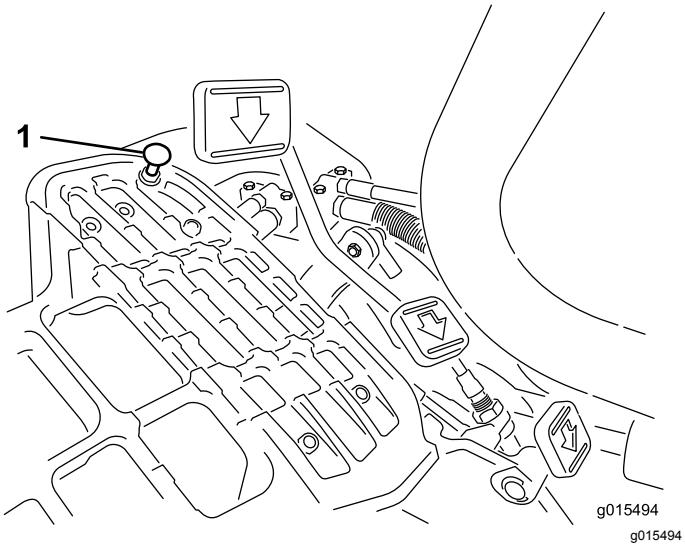

Figuur 33
Om de maximale transportsnelheid te verkrijgen, moet u de schakelhendel in de TRANSPORTSTAND zetten en het tractiepedaal intrappen. Als het pedaal contact maakt met de pedaalaanslag (Figuur 33) voordat u spanning op de kabel voelt, voer dan de volgende afstelprocedure uit:
1. Zet de schakelhendel in de TRANSPORTSTAND en draai de borgmoer los waarmee de pedaalaanslag is bevestigd aan de vloerplaat (Figuur 33).